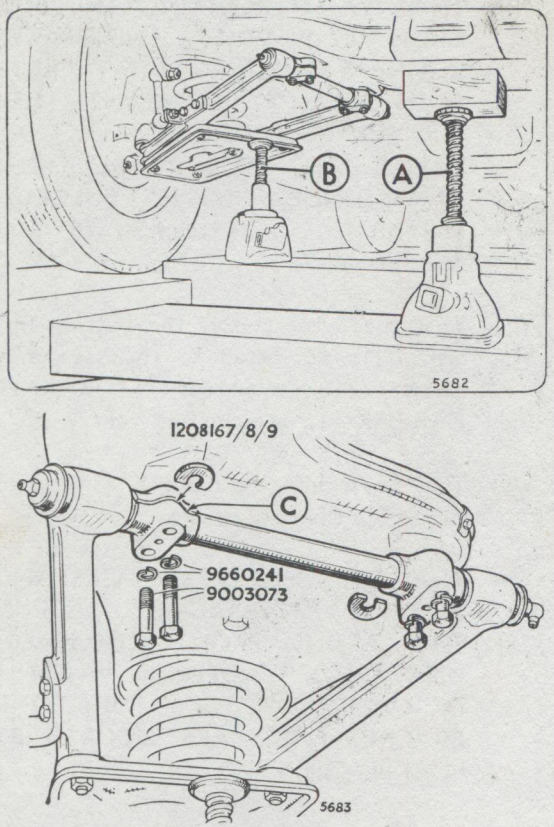

Fig. 9. *Fitting spacer washers to the lower fulcrum pin brackets*
Attachment to front crossmember (Fig. 9)
2. The weight must be taken off the front end of the car by using a jack situated under the front crossmember as illustrated in Fig. 9 at A, but ensuring the tyres remain in contact with the ramp.
3. Place another jack under the coil spring abutment plate, carefully positioned and offset to rear as shown in Fig. 9 at B. Jack up the suspension so the linkage will bear against the crossmember when the inner fulcrum pin bracket bolts are loosened.
Remove and discard the lockplate in the slotted side of the front bracket. Select a new spacer washer from the various thicknesses listed so that there is a clearance of 0·005 in. to 0·010 in. (0·13 to 0·25 mm.) when it is in position in the slot, see Fig. 9 at C. IF THIS CLEARANCE CANNOT BE ACHIEVED, THE SPACER WASHER MUST BE FACED DOWN TO SUIT.